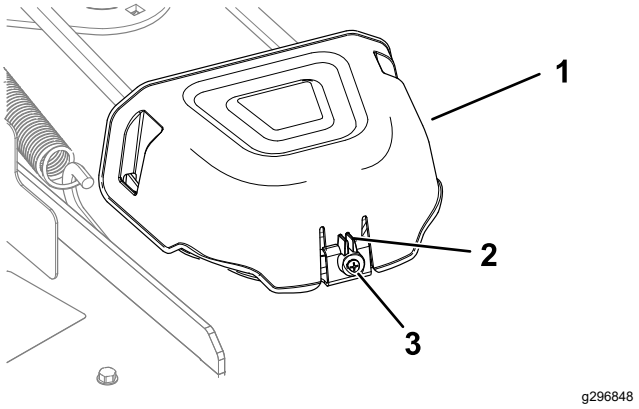

Figuur 53
5. Maak de schroef los en duw de lip op de kap in om de poeliekappen te verwijderen (Figuur 53).